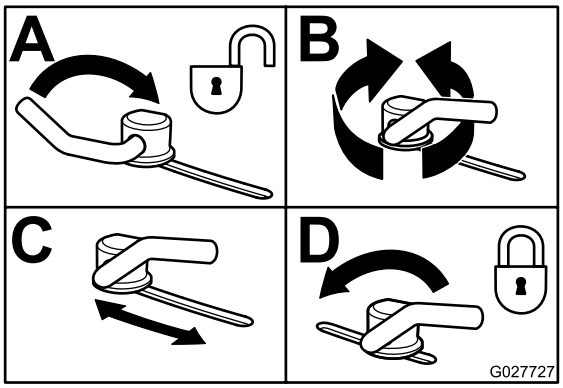

Figur 30
3. Knastlåsene justeres ved at svinge grebet op, så knastlåsen løsnes (Figur 30).
5. Sving grebet tilbage for at stramme skærm og knastlåse (Figur 30).